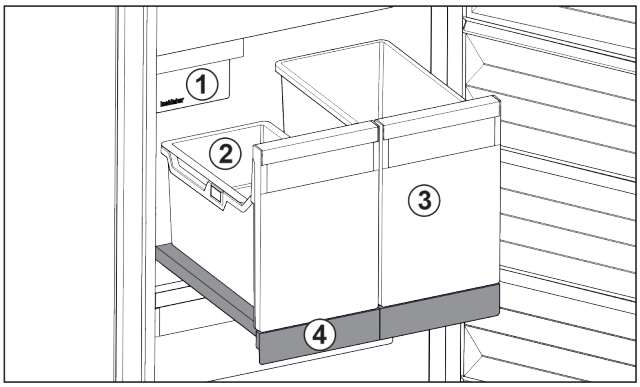

Fig. 117 Auszugsbord mit IceTower
(1) IceMaker
(2) Einhängeschale für Eiswürfel
(3) Behälter für z. B. Pizza, alkoholische Getränke
(4) Auszugsbord
Auf dem Auszugsbord sind zwei hohe Behälter (IceTower). Im Behälter *Fig. 117 (2)* werden Eiswürfel aus dem IceMaker gesammelt und gelagert. Behälter *Fig. 117 (3)* eignet sich für die Lagerung von hohen Lebensmitteln wie Pizzen oder alkoholischen Getränken.